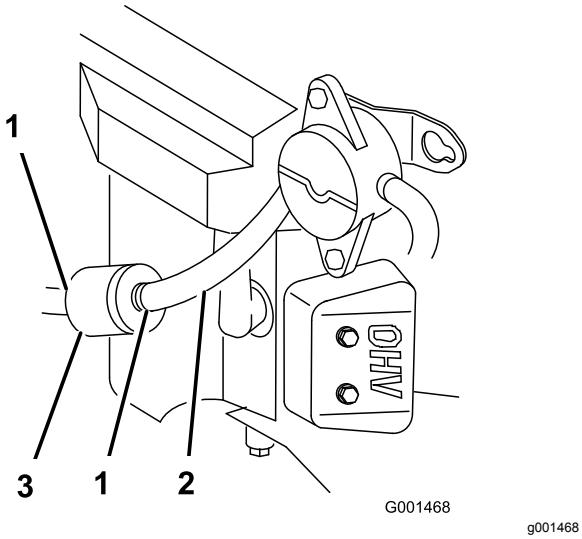

Figuur 39
4. Druk de uiteinden van de slangklemmen naar elkaar toe en schuif ze weg van het filter (Figuur 39).